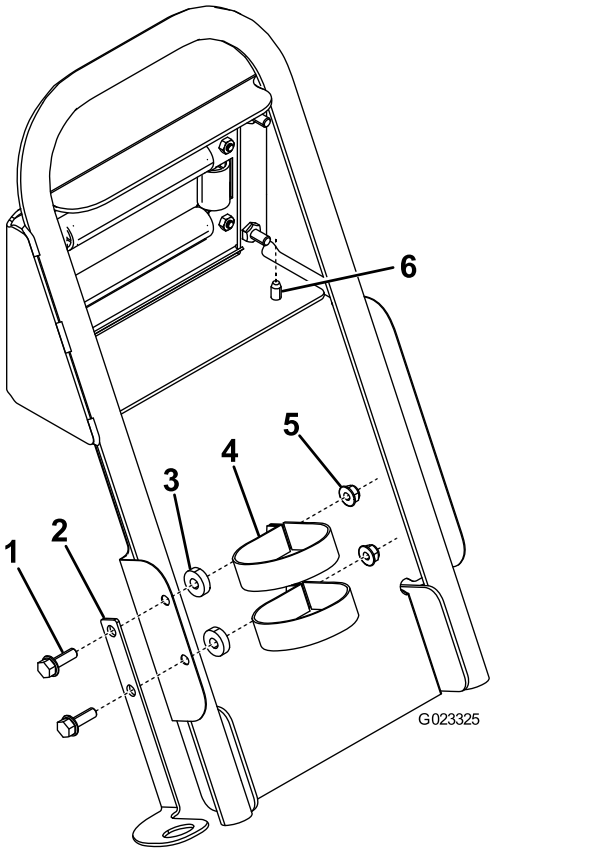

Figura 12
7. Fissare la parte superiore della protezione fango alla maniglia mediante 2 viti autofilettanti (Figura 12).
8. Fissare il supporto della pistola da spruzzo nella protezione fango, come illustrato nella Figura 12.